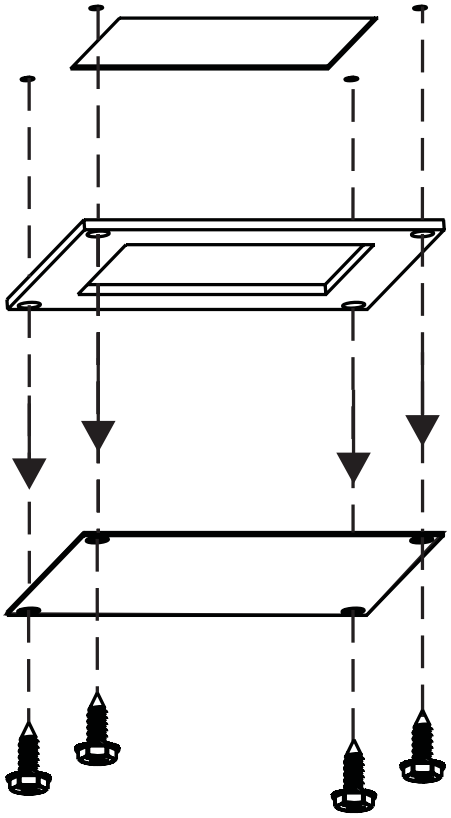

Figure 1
2. Déposer les quatre vis de fixation et la plaque métallique avec joint d'étanchéité du plafond de l'âtre. **Voir Figure 1.**